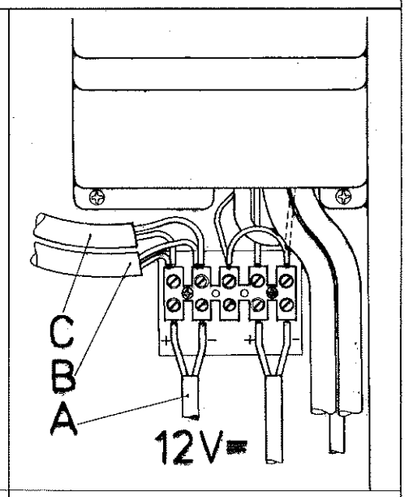

Fig. 9
L'accensione elettronica deve essere sempre collegata ad una batteria a 12 V. Collegare la batteria alla morsettiera (A) fig. 9. Fare attenzione a non invertire la polaritá dei collegamenti. Il pulsante a 12 V sul quadro comandi non ha niente a che fare con questo collegamento a 12 V.